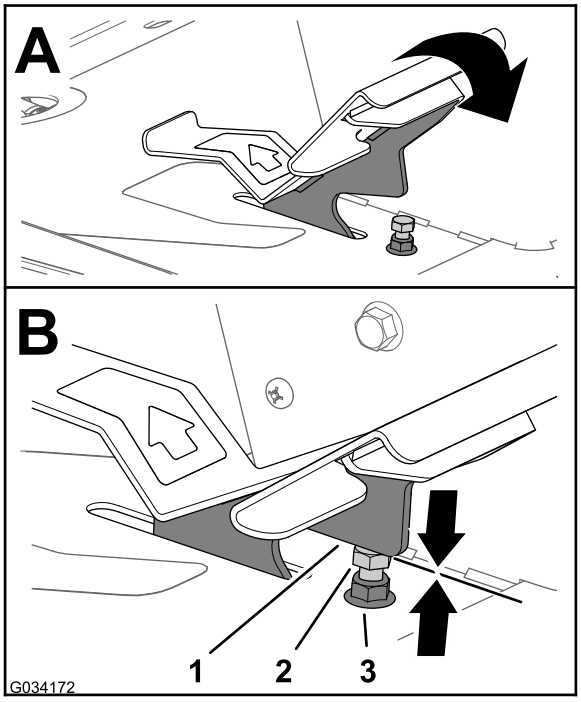
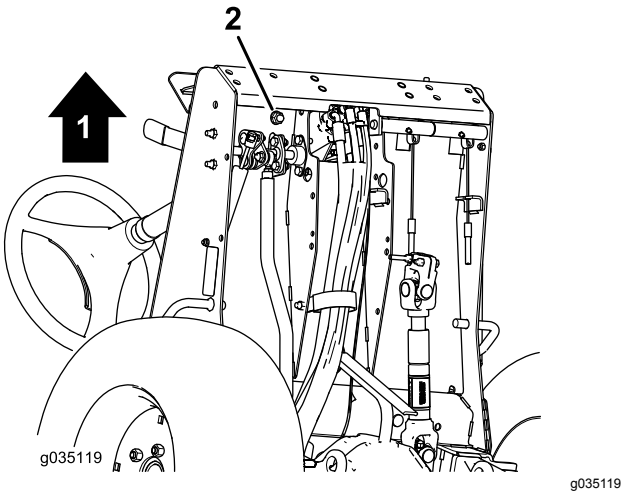

Figur 75
Figur 76
1. Flyt traktionspedalen helt fremad (Figur 75).
A. Hold traktionspedalstoppet (Figur 75) med en nøgle.
B. Løsn kontramøtrikken nederst på fodstøttepladen (Figur 76).
C. Sæt traktionspedalen i den fulde fremadgående position (Figur 75).
D. Mens du holder traktionspedalstoppet, skal du justere kontramøtrikken, der sidder ovenover fodstøttepladen (Figur 75), indtil traktionspedalen kommer i kontakt med stoppet.
F. Mens du holder traktionspedalstoppet, skal du tilspænde kontramøtrikken nederst på fodstøttepladen (Figur 75 og Figur 76) til 37 til 45 N·m.